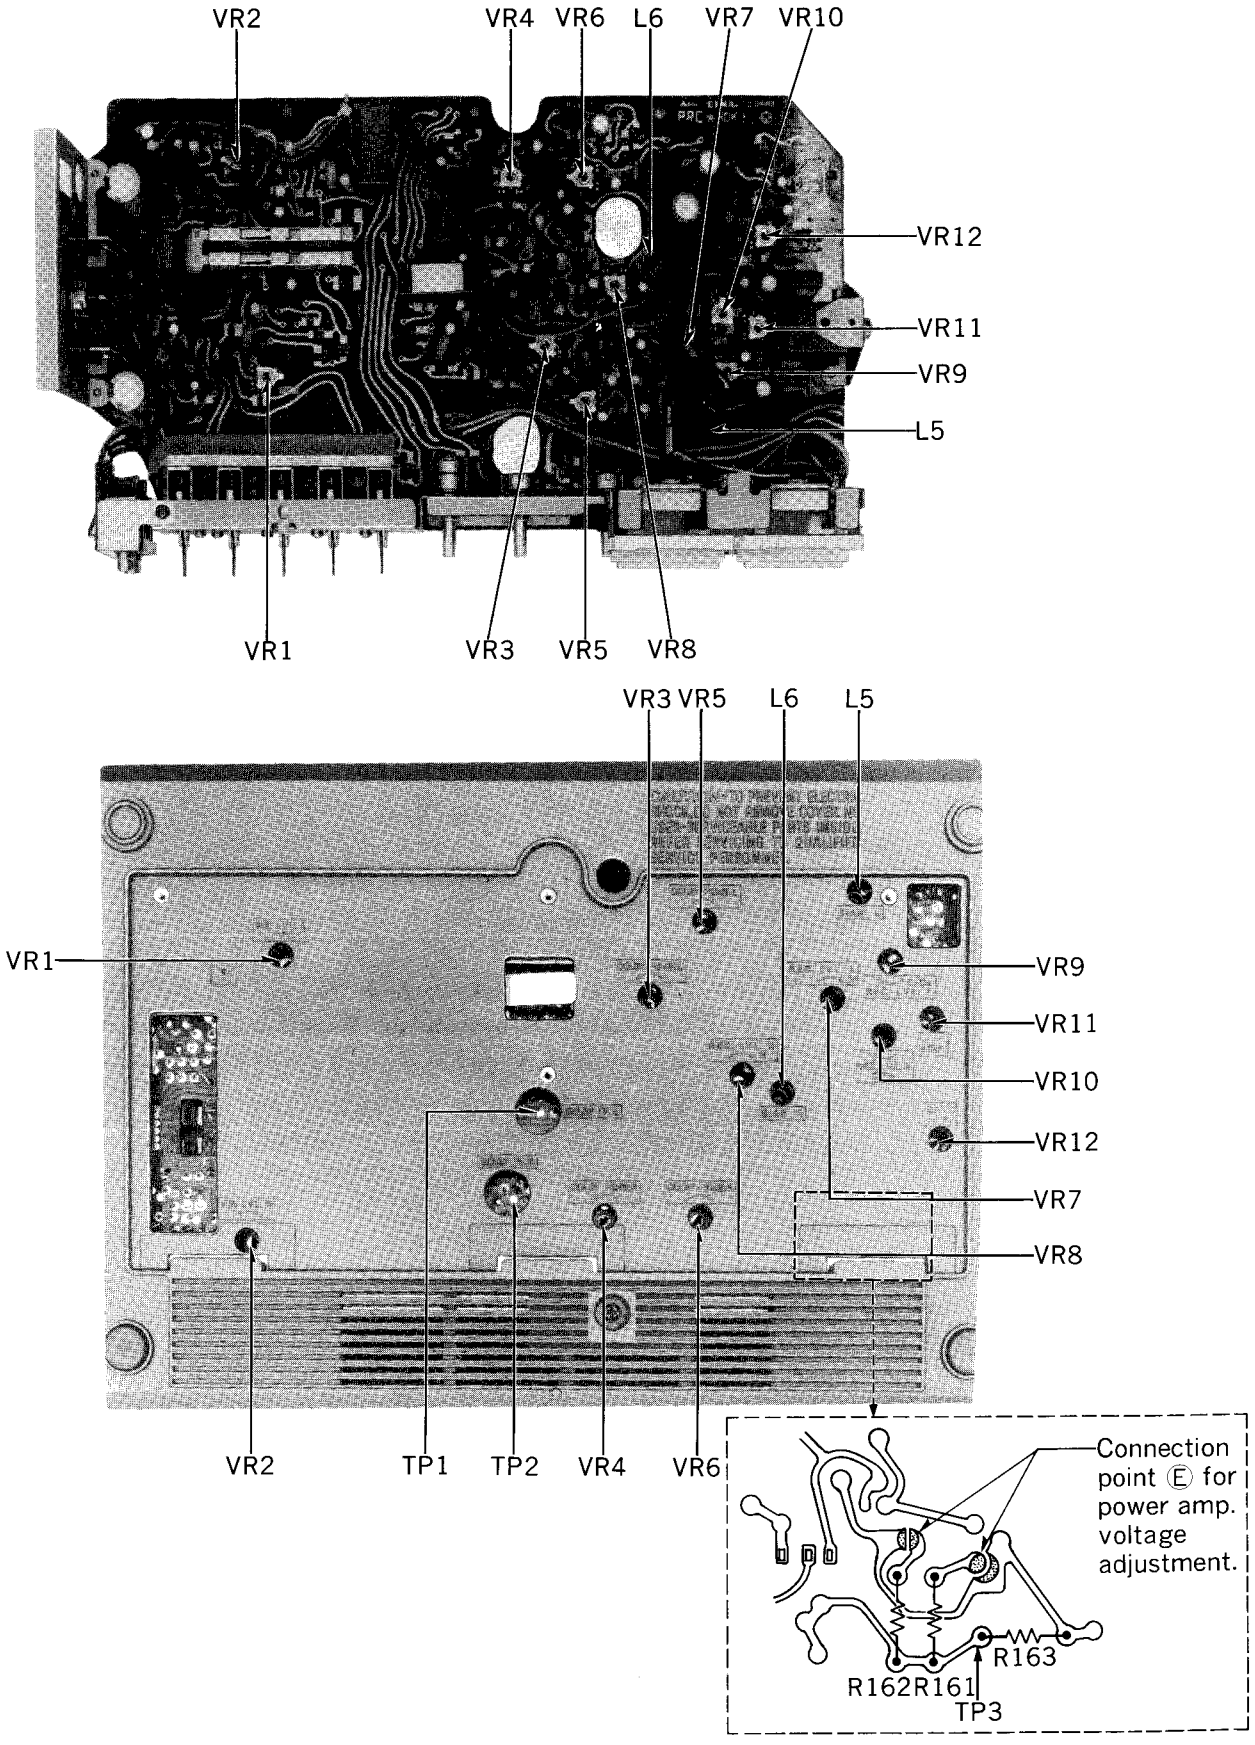

Fig. 28
**Fig. 19** 2. Place UNIT into record mode, and bias selector to "LOW", and EQ. selector to "120μS". 3. Supply 1 kHz (−24 dB) from AF oscillator, through ATT, to signal LINE IN. 4. Adjust ATT until monitor level at LINE OUT becomes 0.42 V (−7 dB). 5. Using test tape (C-RA), make recording. 6. Playback recorded tape, and make sure the value at LINE OUT on VTVM becomes 0.42 V. 7. If measured value is not 0.42 V, adjust VR7 (L-CH), VR8 (R-CH) (See fig. 28 on page 17). 8. Repeat from step (2). 9. For CrO_2 bias selector to "HIGH", and EQ. selector to "70μS" change test tape to (C-RF), and take the same steps for normal but to adjust, use VR9 (L-CH) and VR10 (R-CH). (See fig. 28 on page 17). **How to check recording current**
**Fig. 21** 2. Set the bias selector to "LOW" and the EQ. selector to "120μS". 3. Supply 1kHz signal (−24dB) from AF oscillator, through ATT, to LINE IN (L-CH) jack. 4. Adjust ATT until monitor level at LINE OUT (L-CH) jack becomes 0.42V (−7dB) and confirm that the level meter indicates 0VU position. 5. If in the above condition, the level meter doesn't indicate 0VU position, change the "Connection points" of the amplifier pattern, and make the adjustment. ① If the indication of the left channel meter is below −1.5dB, short circuit connection point Ⓒ as shown in fig. 7. ② If the indication is still insufficient by shorting connection point Ⓒ, short circuit connection point Ⓓ also as shown in fig. 7. 6. Adjust VR11 so that the right meter will indicate the same value as the left meter. (See fig. 28 on page 17).	* Record mode
Overall frequency response (As a standard for adjustment)	**Adjustment 1—Using bias current** 1. When the frequency response between the middle- and high-frequency range becomes higher than the standard value, as shown by the solid line in fig. 24 increase the bias current by turning L5 (L-CH), L6 (R-CH). 2. When it becomes lower, as shown by dotted line, reduce the bias current by turning L5 (L-CH), L6 (R-CH). (See fig. 28 on page 17).
Battery meter Equipment: * DC voltage supply	1. Place UNIT into record and playback mode. 2. Set the VR604 (S12) power amplifier volume to the OFF position. 3. Apply DC 9.1 V to the DC IN jack. 4. Set the S6 battery check switch to the IN position. 5. Adjust the VR12 battery meter adjustment VR, adjusting so that the meter indication needle moves to the position shown in fig. 25 below. (See fig. 28 on page 17).
Setting of power amplifier intermediate potential Equipment: * Tester	1. Set the VR604 (S12) power amplifier volume to the ON position. 2. Connect the measuring instrument between the test point (TP3) and earth, and confirm that an intermediate voltage of 7 V (+0.5 V, −0 V) is present. 3. If intermediate voltage does not reach 7 V, short circuit connection point Ⓔ as shown in fig. 28, and adjust so that the value is within the standard.